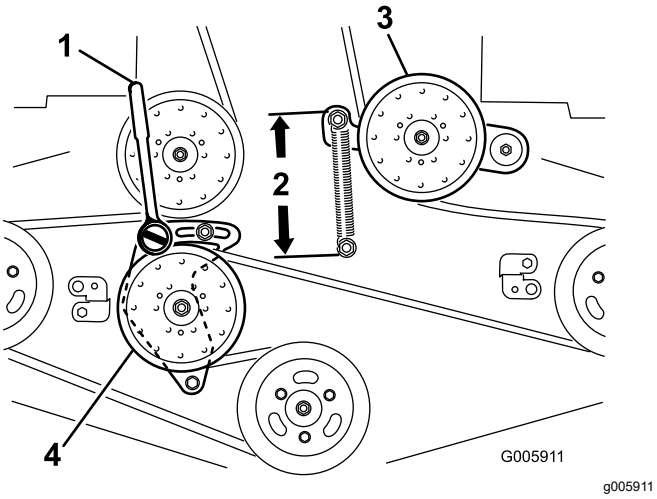

Figur 89
6. Lossa den fasta mellandrevsarmen och justera den för att minska remspänningen (Figur 89).
9. Sätt i en spärrhake med kort förlängning eller en stång i det fyrkantiga hålet på den fasta mellandrevsarmen (Figur 89).
11. Öka remspänningen genom att vrida spärrhaken eller stången moturs så att den fasta mellandrevsarmen flyttas tills det är ett avstånd på 16,5 cm mellan fjäderkrokarna (Figur 89).